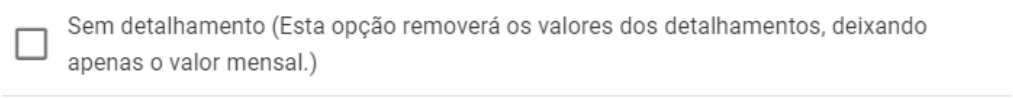

Figura 167: Sem Detalhamento
* **Sem Detalhamento (Figura 167):** Ao marcar esta caixa de seleção, o sistema removerá todos os valores existentes no painel de detalhamento para os meses selecionados, aplicando o ajuste exclusivamente no valor mensal total.